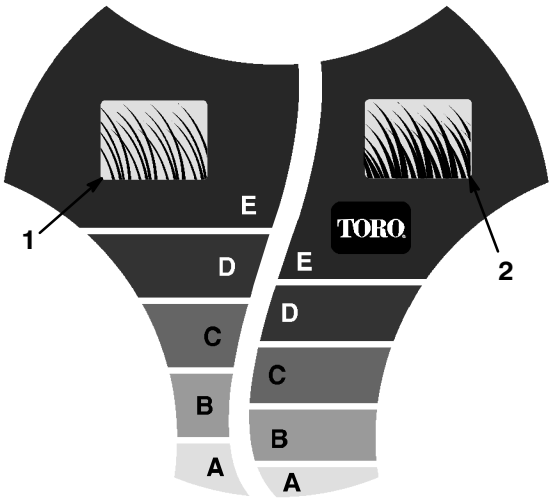

Figure 17
The *SmartWheel* has two cutting scales: *Sparse/Normal* and *Lush* — to ensure the best cutting height setting in any mowing condition (Fig. 17). Use the *Sparse/Normal* scale during the warm summer season for the majority of your mowing. The *Lush* scale is for thick, moist, and succulent grass that grows most often in the spring.
2. Move the lawn mower onto the grass; stop moving the lawn mower when the *SmartWheel™* design on one of the wheels is upright (Fig. 17).